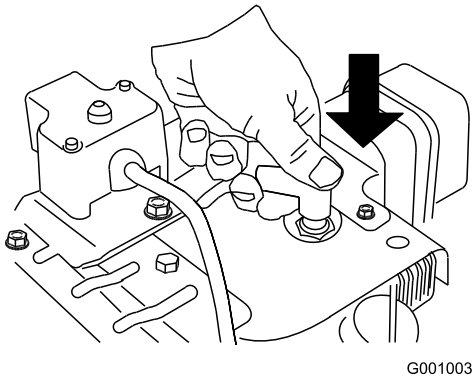

Figur 23
1. Anslut tändkabeln (Figur 23).